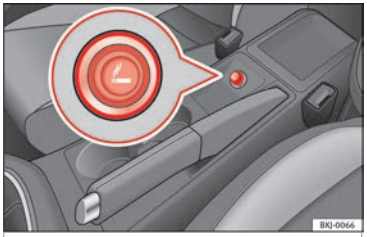

Fig. 138 Lighter.
– Press on the cigarette lighter ››› **Fig. 138** to activate it ››› ⚠.